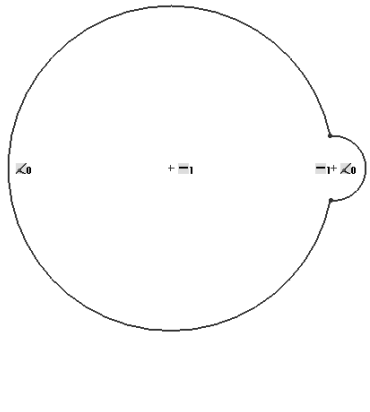

Figure 3-66 *Sketch after trimming the unwanted entities*
c. Draw the outer loop of the sketch, refer to Figures 3-66 and 3-67.
11. Trim the sketch such that it looks similar to the one shown in Figure 3-66. Exit the **Trim** tool.